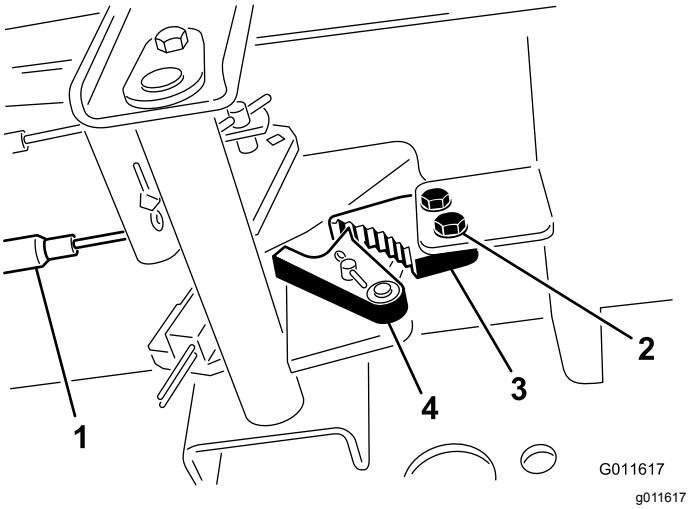

**Figur 88**
1. Lossa de två skruvar som håller fast parkeringsbromsens spärrhake på ramen (Figur 88).
2. Tryck parkeringsbromspedalen framåt tills bromsspärren griper in helt i parkeringsbromsens spärrhake (Figur 88).